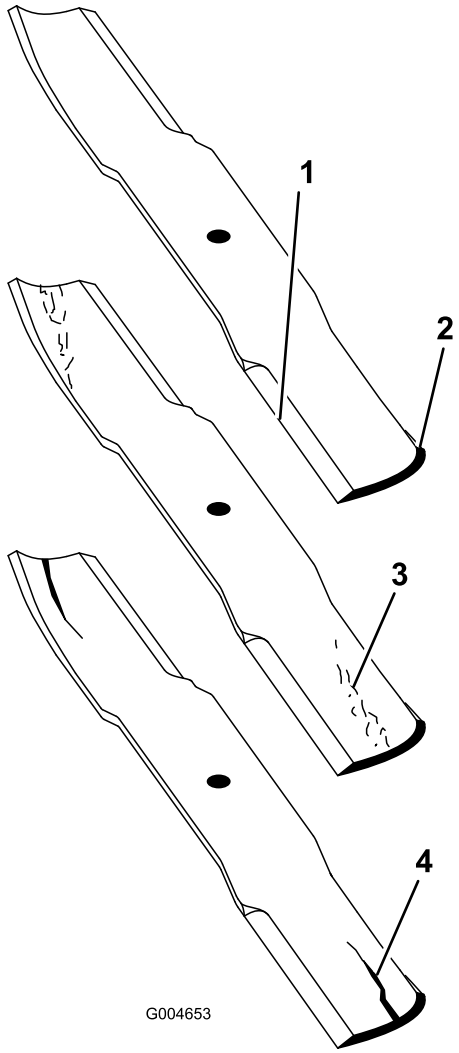

Figuur 82
2. Controleer nauwkeurig de uiteinden van het maaimes, in het bijzonder op de plaats waar het platte en het gebogen deel samenkomen (Figuur 82). Omdat het metaal dat het platte en het gebogen deel van het mes verbindt, kan wegslijten door zand en ander schurend materiaal, moet u dit steeds controleren voordat u gaat maaien. Als u een slijtplek ontdekt (Figuur 82), moet u het mes onmiddellijk vervangen.